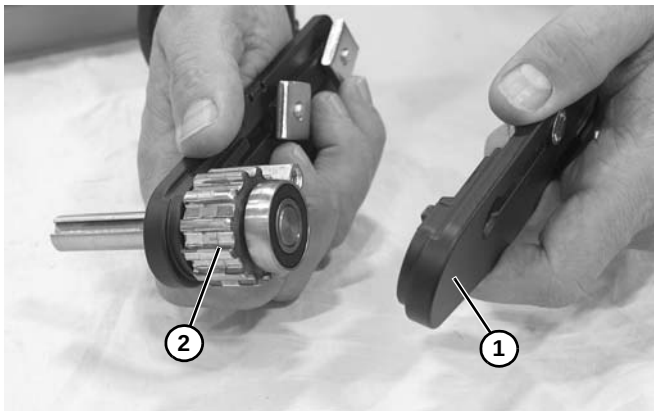

Abbildung 64
4. Kopfplatte **(Abbildung 64, Teil 1)** und Spindel **(Abbildung 64, Teil 2)** abnehmen.